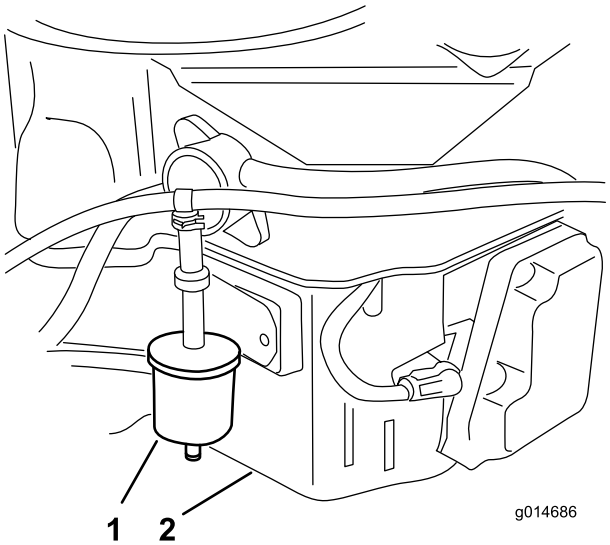

**Figure 36**
3. Déposez le filtre d'évent de carburant existant (Figure 36).